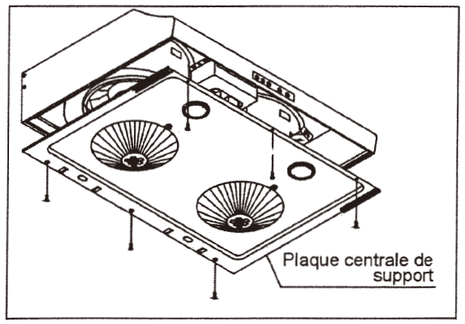
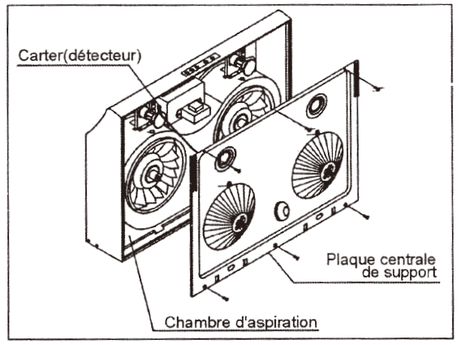
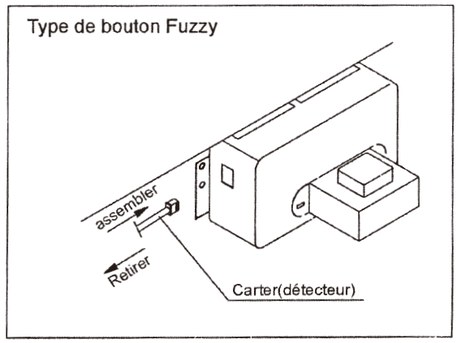

Fig. 18 Réattachez la plaque centrale de support
Fig. 12 Enlevez la plaque centrale de support
Fig. 13 Branchez le carter
12. Après avoir terminé l'installation, veuillez monter le couvercle au support de la lampe. (Fig.13), puis le vissez sur la plaque centrale de support. (Fig.18).
7. Desserrez les vis de la plaque centrale de support avec un tournevis philips. Enlevez la plaque puis tirez les carters électriques du détecteur. Après le câble d'alimentation, veuillez vous assurer que les carters du détecteur ont été remis en place à l'intérieur avant de revisser la plaque au-dessus. (Fig.12/Fig.13)